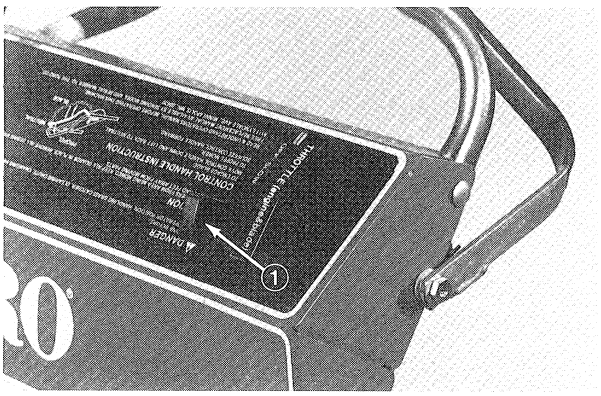

Figure 11
2. Press down on throttle control and move forward to FAST position (Fig. 11).